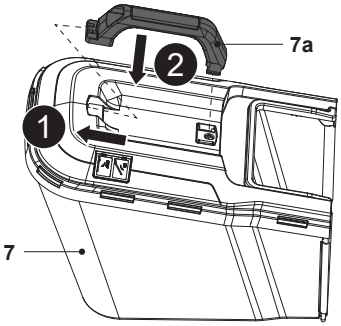

Fig. 6
2. Monte el asa de transporte (7a) en las dos ranuras de montaje del bastidor superior del recogedor de hierba (7), pero tenga cuidado y colóquelo en la orientación correcta (Fig. 6).